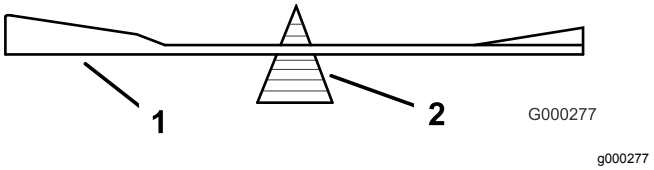

Figur 94
2. Kontrollera knivens balans med en knivbalanserare (Figur 94).